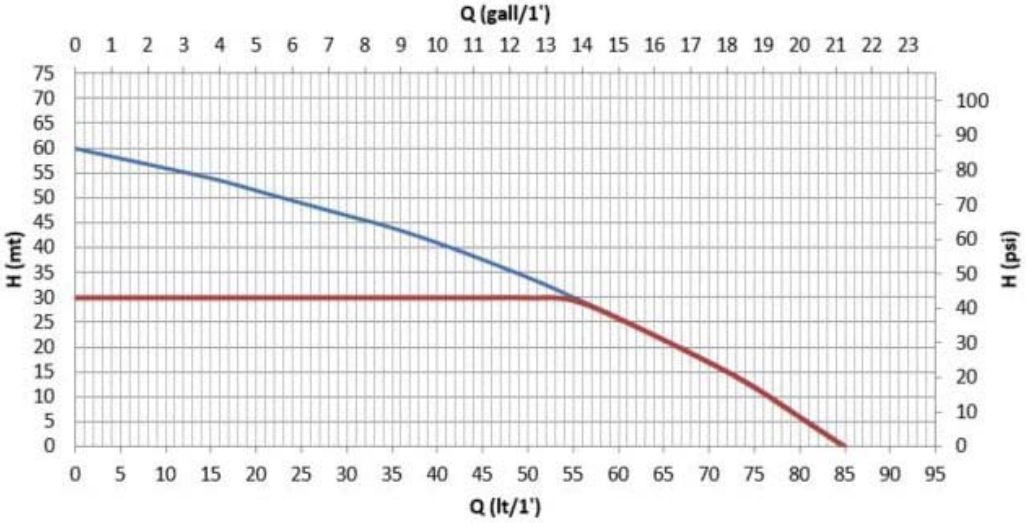

Abbildung 2
Das Diagramm der Abb.2 zeigt die Kurve der hydraulischen Leistungen. Der Inverter moduliert automatisch die Drehgeschwindigkeit der Elektropumpe, so dass diese ihren Arbeitspunkt je nach Bedarf an eine beliebige Stelle des Bereichs unterhalb der eigenen Kurve verschieben kann, damit der eingestellte Wert des eingestellten konstanten Drucks erhalten bleibt (SP). Die rote Kurve zeigt das Verhalten des Systems bei auf 3,0 bar (43.5 psi) eingestelltem Sollwert (SP) an.